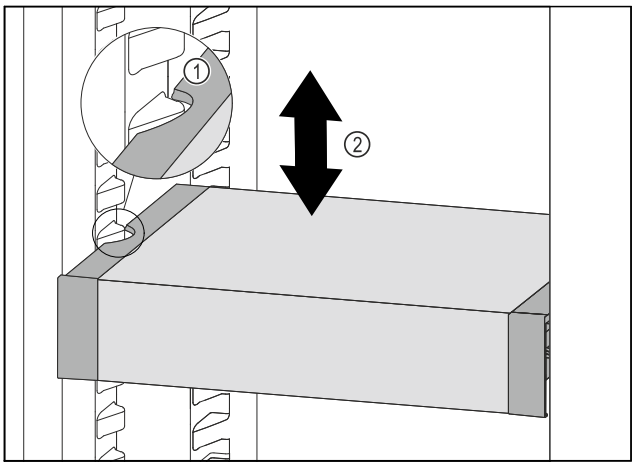

*Fig. 128*
▶ Táhněte VarioSafe dopředu, dokud nebudou boční vybrání VarioSafe na úrovni žebrování na nádoby v chladničce. *Fig. 128 (1)*
▶ Posouvejte VarioSafe v chladničce nahoru nebo dolů, dokud nedosáhnete požadované výšky. *Fig. 128 (2)*